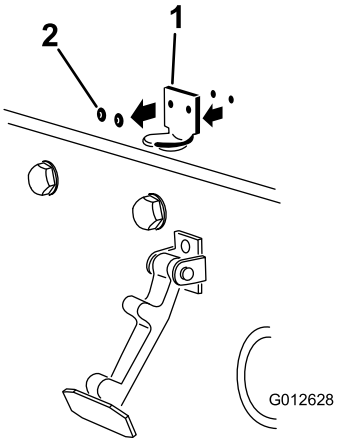

**Figur 7**
2. Fjern de (2) nitter, der fastholder motorhjelmslåsen på hjelmen (Figur 7). Fjern motorhjelmslåsen fra motorhjelmen.